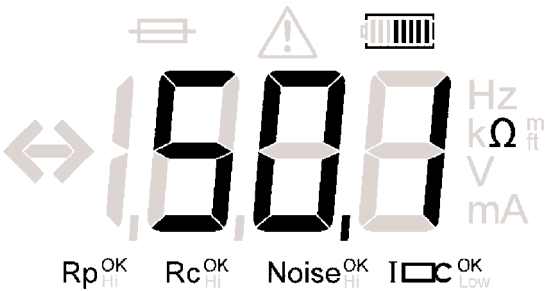

Figure 11: Three point resistance reading using ART
5. A resistance measurement reading is displayed as shown in Figure 11.